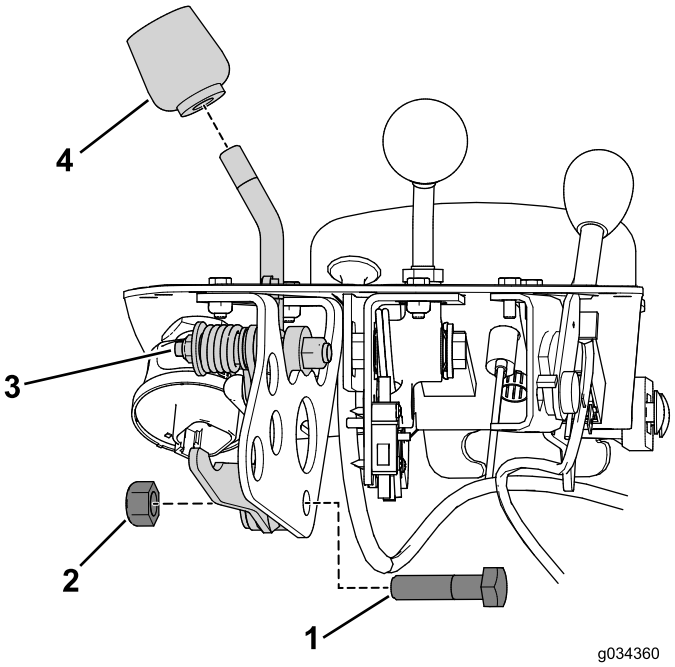

Bild 8
6. Entfernen Sie das Handrad vom Funktionshebel (Bild 8).
7. Entfernen Sie die Schraube und Mutter, mit denen der Funktionshebel an der Funktionshebelhalterung befestigt ist (Bild 8).